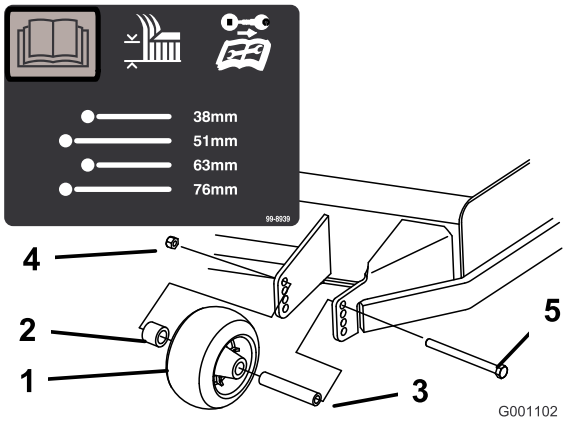
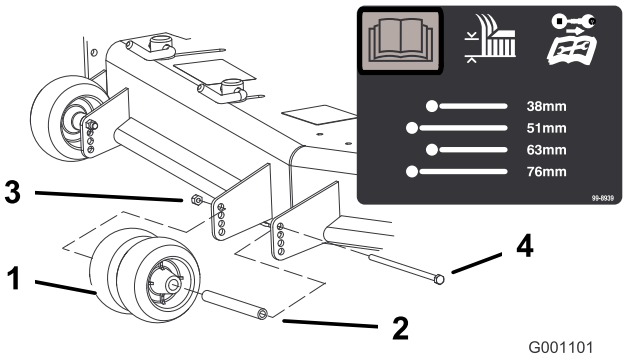
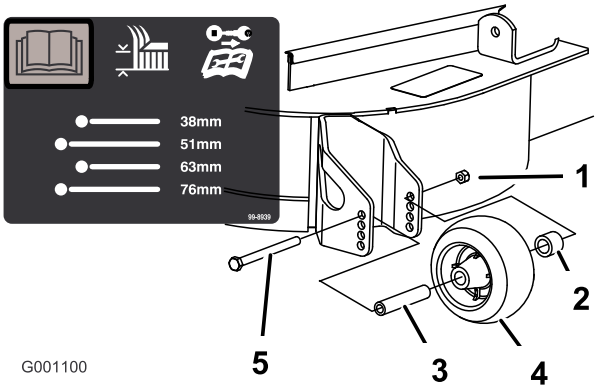

Figur 20
Figur 21
Figur 22
3. Etter å ha justert klippehøyden må du justere valsene ved å fjerne flensmutteren, hylse, avstandsstykke og bolt (Figur 20, Figur 21 og Figur 22).
Merk: De to midtre valsene har ikke et avstandsstykke (Figur 21).
5. Monter flensmutteren, hylsen, avstandsstykket og bolten. Stram til med et moment på 54–61 Nm (Figur 20, Figur 21 ogFigur 22).